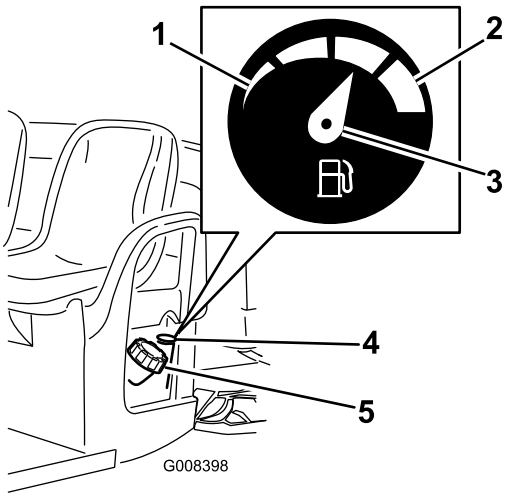

Figur 19
2. Rengjør området rundt drivstofftanklokket (Figur 19).